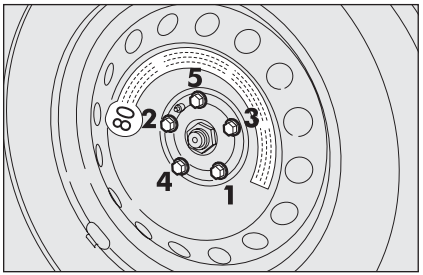

fig. 11
- ❒ utilizando la llave en dotación apriete a fondo los tornillos, pasando alternativamente de un tornillo al otro diametralmente opuesto, siguiendo el orden numérico ilustrado en la **fig. 11**.
- ❒ utilizando la llave en dotación apriete a fondo los tornillos siguiendo el orden numérico ilustrado en la **fig. 11**.
- ❒ baje el coche y quite el gato, luego, utilizando la llave en dotación, apriete a fondo los tornillos siguiendo el orden representado anteriormente para la rueda de repuesto (más pequeña que una rueda normal) **fig. 11**.